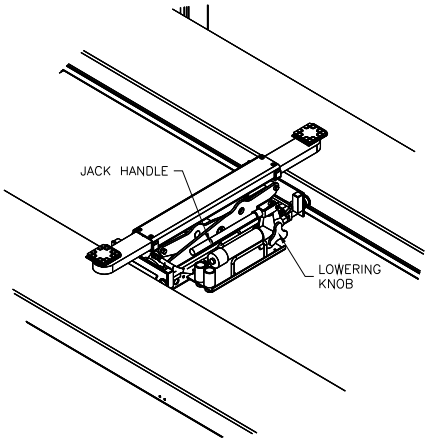

Fig 28 – Rolling Jack
2) Make sure the lowering valve is closed all the way by turning the knob clockwise, **Fig 28**.